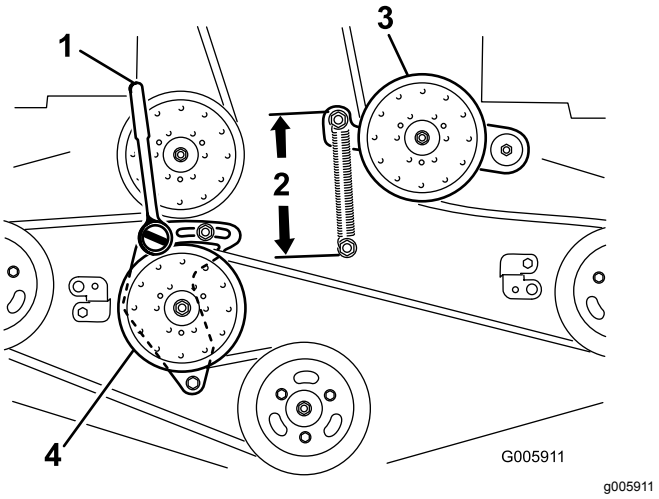

Figur 90
6. Løsne den faste lederrullarmen og juster den for å løsne remspenningen (Figur 90).
9. Før inn en momentnøkkel med kort forlenger eller en brytestang i det firkantede hullet i den faste lederullarmen (Figur 90).
11. For å øke remspenningen, roter momentnøkkelen eller brytestangen mot urviseren for å flytte den faste lederullarmen til det er 16,5 cm mellom fjærkrokene (Figur 90).